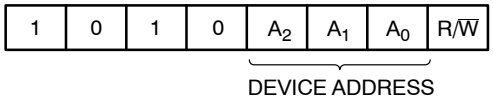

Figure 3. Slave Address Bits
The Master addresses a Slave by creating a START condition and then broadcasting an 8-bit Slave address. For the CAV24C64, the first four bits of the Slave address are set to 1010 (Ah); the next three bits, A_2, A_1 and A_0, must match the logic state of the similarly named input pins. The R/$\overline{W}$ bit tells the Slave whether the Master intends to read (1) or write (0) data (Figure 3).